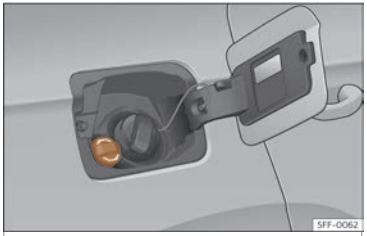

Fig. 204 Tapón da boca de carga do depósito de AdBlue.
- Abra a tapa do depósito>>> **fig. 204** .
- Xire o tapón de peche da boca de carga de SCR cara á esquerda>>> **fig. 204** .